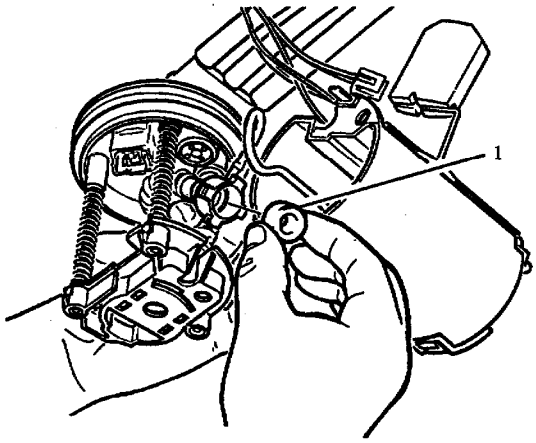

图 3－74　燃油脉动的阻尼器
③将燃油泵和隔音罩总成装到贮油罐固定架（图 3－71 中的 7）上并顺时针方向转动直至到达正确位置。